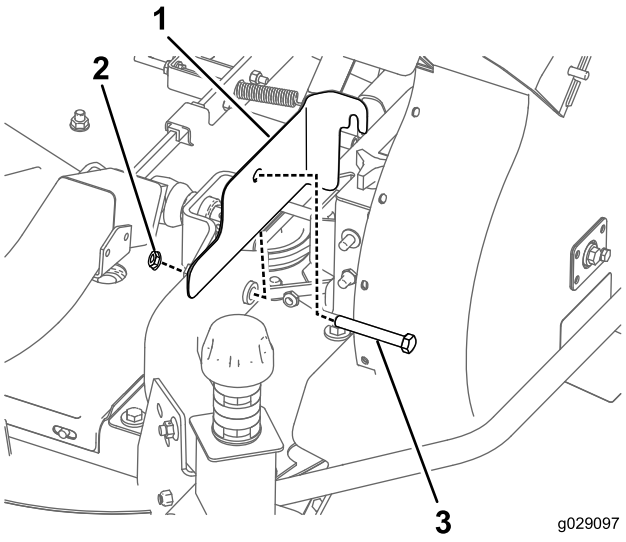

Figur 25
1. Montera remskyddet på maskinen (Figur 25).